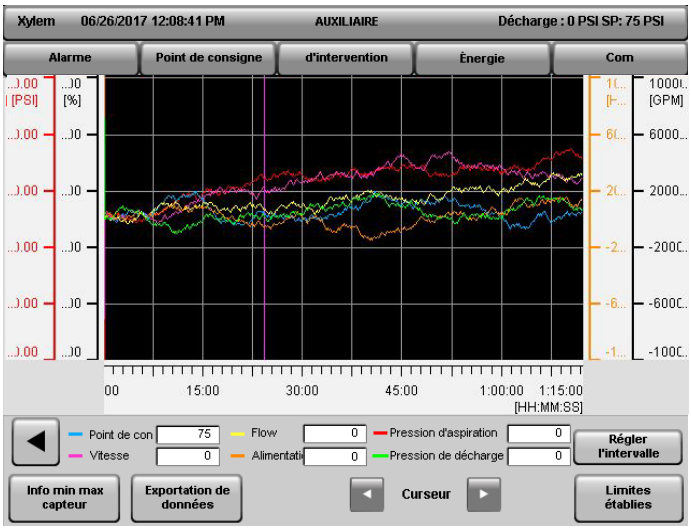

Figure 5.8.1 – Écran des tendances
Juste à côté de l'affichage d'état d'une alarme sur l'écran d'accueil se trouve un bouton  pour ouvrir l'écran des tendances comme l'illustre la Figure 5.1 (12). En tapant sur ce bouton de tendances, l'écran des tendances s'ouvre comme l'illustre la Figure 5.8.1.